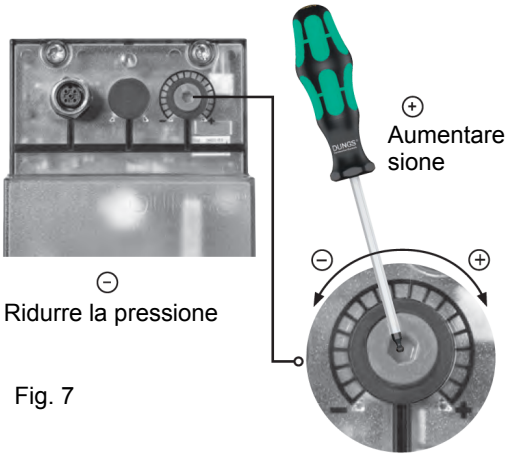

Fig. 7
ATTENZIONE: Per impostare la pressione in uscita del regolatore VD-R, agire sull'apposita ghiera di regolazione (Fig. 7)
4. VD può essere montato ruotato di 180°, fig. 7.